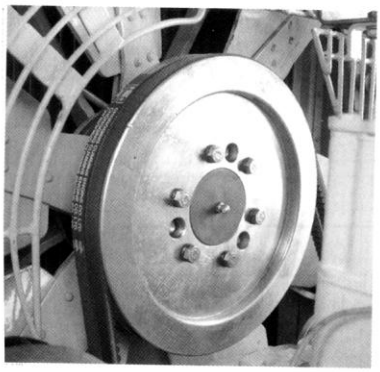

Рис. 4-1.
1) Шкив вентилятора (Рис. 4-1).